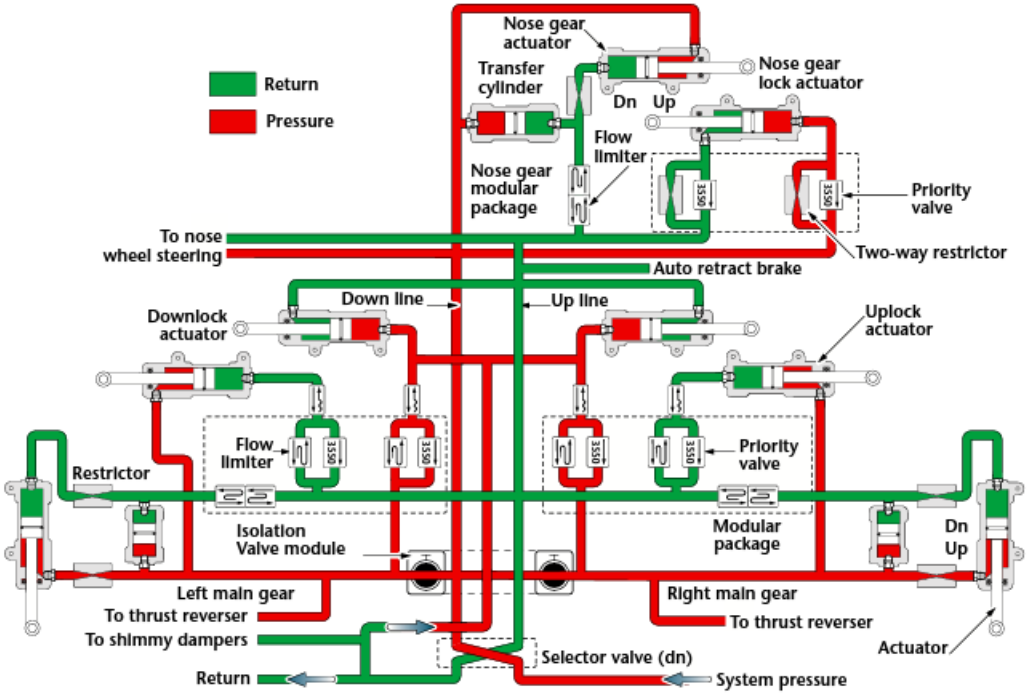

Figure 3-1-25. A schematic of the landing gear hydraulics of a B737 while extending.
Landing gear hydraulic schematic (DN). With the landing gear control lever in the down position, hydraulic pressure is ported to the down line. Hydraulic pressure is applied to the DN port of the gear actuators, unlock port of the uplock actuator, lock port of the down lock actuator, and through the nose gear modular package to the nose gear lock actuator. The pressure at the DN port of the gear actuators also is felt at the transfer cylinder (Figure 3-1-25).